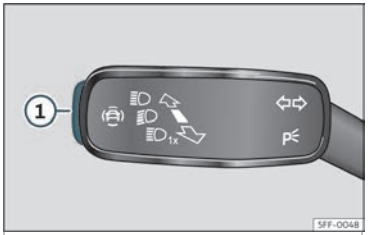

Abb. 57 Am Blinker- und Fernlichthebel: Taste für die Fahrerassistenzsysteme (modellabhängig).
• Taste››› **Abb. 57** ① kurz drücken, um das Menü **Assistenten** zu öffnen.